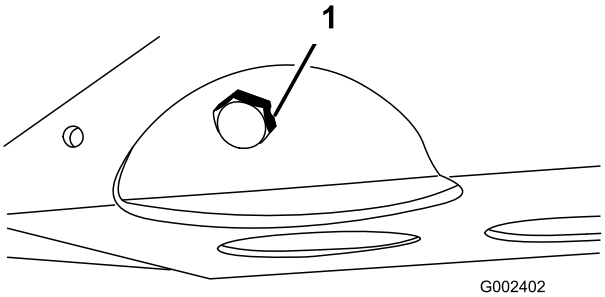

Rysunek 44
2. Odkręć korek spustowy i poczekaj, aż olej spłynie do miski drenażowej (Rysunek 44).